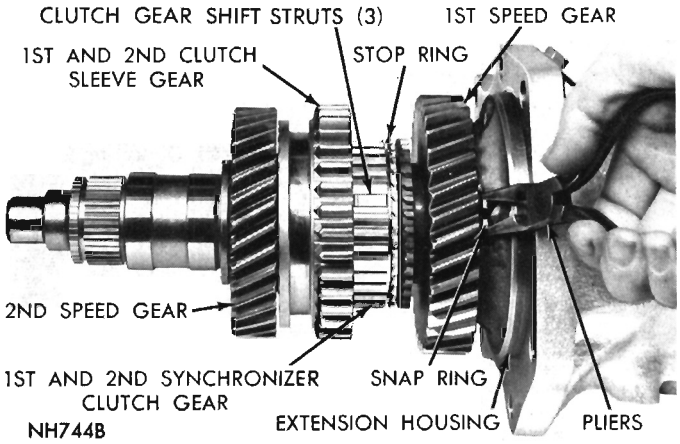
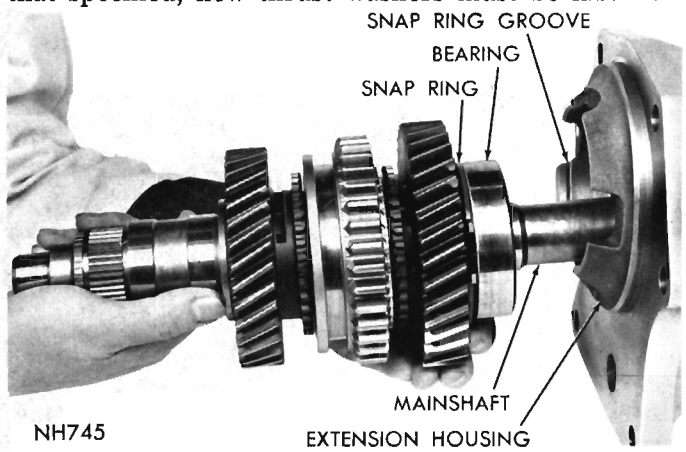

Fig. 22—Removing or Installing Mainshaft Bearing Snap Ring — Front
Fig. 23—Removing or Installing Mainshaft
(6) Install partially assembled mainshaft into extension housing far enough to engage bearing retaining ring in slot in extension housing (Fig. 23). Now compress ring with pliers so that mainshaft ball bearing can move in to bottom against its thrust shoulder in extension housing. Release ring and seat it all around its groove in extension housing (Fig. 22).